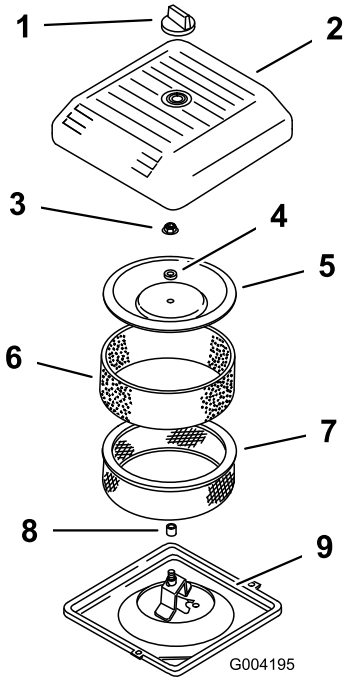

Figur 17
2. Skru knappen af, og fjern luftfilterdækslet (Figur 17).
3. Skub forsigtigt skumforfilteret ud af papirindsatsen (Figur 17).
4. Skru dækselmøtrikken af, og fjern dækslet, afstandsklodsen og papirfilteret (Figur 17).
2. Placer luftfilteret på luftfilterfoden (Figur 17).
3. Monter dækslet og afstandsklodsen, og fastgør det med dækselmøtrikken (Figur 17). Tilspænd møtrikken til 10,7 Nm.
4. Monter luftfilterdækslet, og fastgør det med knappen (Figur 17).